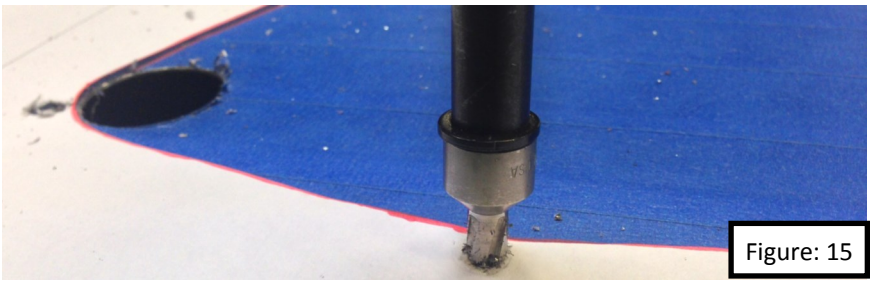

Figure: 15
19. Open up the seven (7) mounting holes on the outer perimeter to 1/4”. Figure: 15